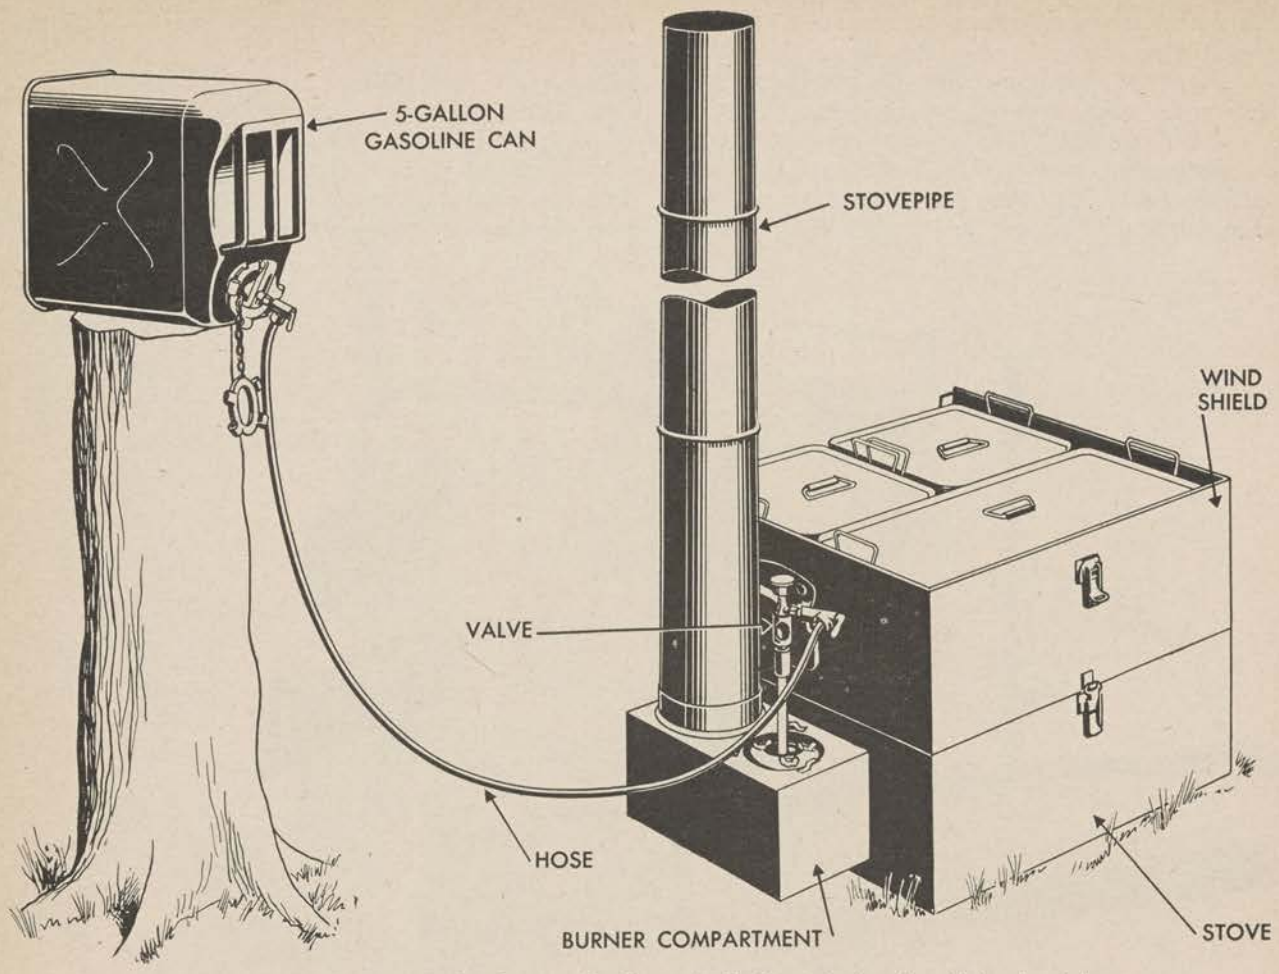

Figure 21. Outfit, cooking, small detachment (64–O–270). Fuel can is placed at higher level than stove to provide gravity-feed.
a. The small detachment cooking outfit (stock No. 64–O–270), (see fig. 21), is designed for the use of isolated detachments of troops numbering from 15 to 40. The unit, which is light and compact, may be easily carried in any vehicle. So that 2 men may transport the unit by packboard, it is split into 2 sections, each weighing approximately 40 pounds. A third man carries the 5-gallon fuel container also strapped to a packboard.
23. How to Assemble (see fig. 21)